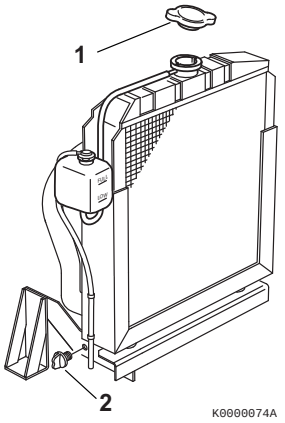

Figure 19
2. Remove the radiator cap **(Figure 19, (1))**.
3. Remove the drain plug or open the drain valve **(Figure 19, (2))** at the bottom of the radiator and drain the engine coolant.